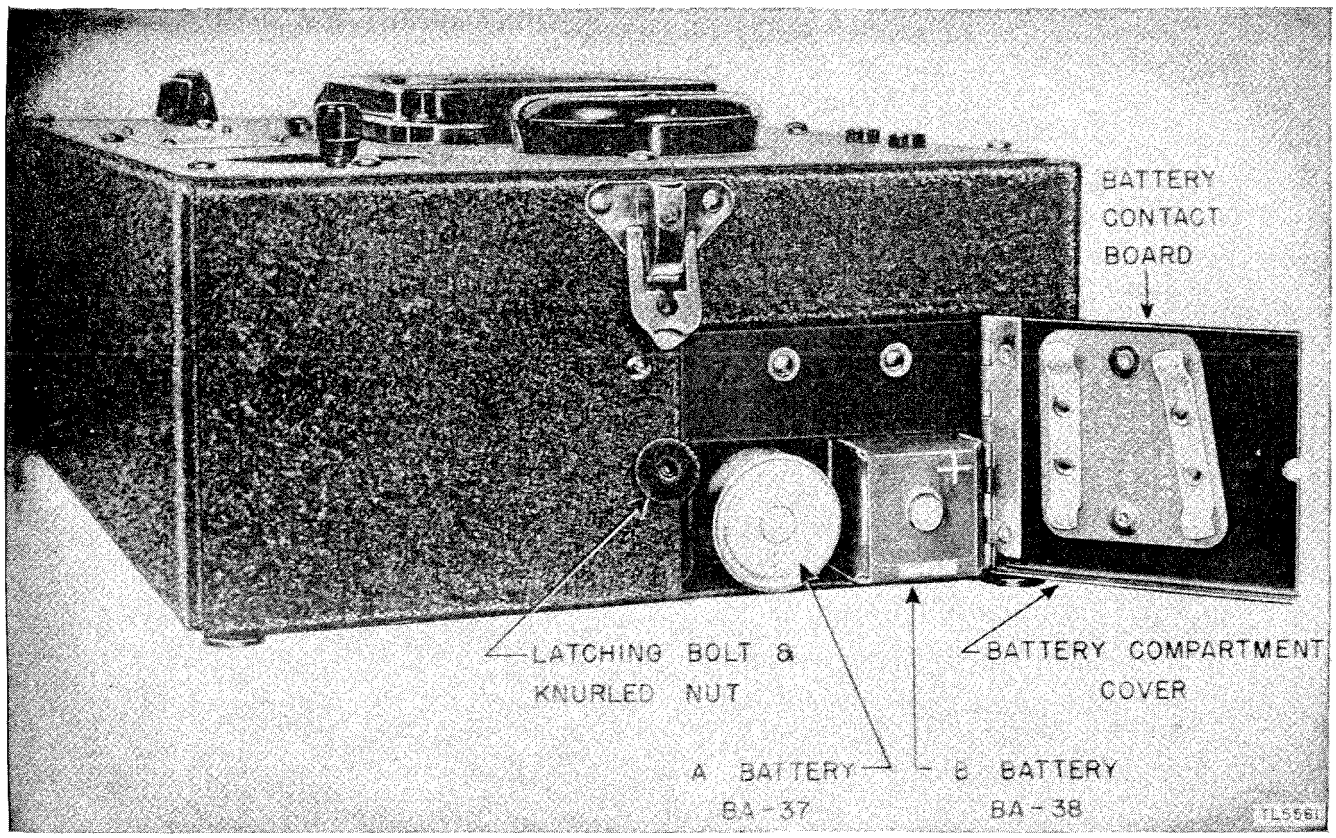

Figure 63. Test Unit I–135–( ), showing battery compartment.
d. Compartments are provided in the test unit for Battery BA–37 and Battery BA–38 to permit these batteries to be tested under load. (See fig. 63.) Also, connections are provided for the use of ex-